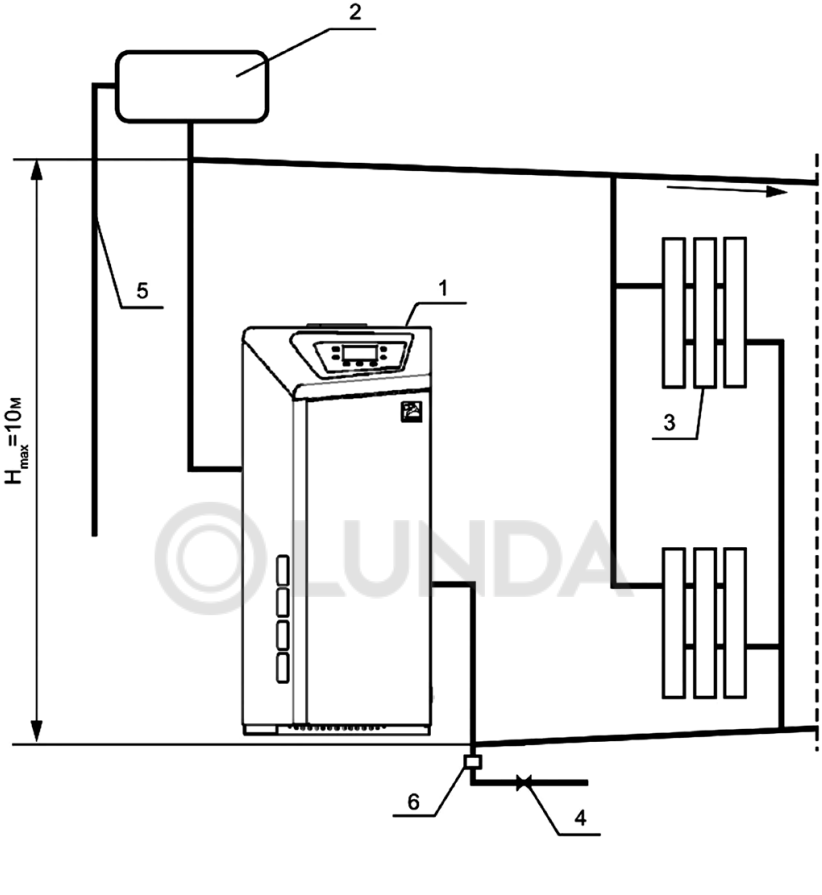

Рис. 2. Примерная гидравлическая схема открытой системы отопления*
6.6. Расширительный бачок устанавливается в верхней точке главного стояка, в отапливаемом помещении. Запрещается устанавливать вентиль на сигнальной трубе (см. рис. 2, 3).